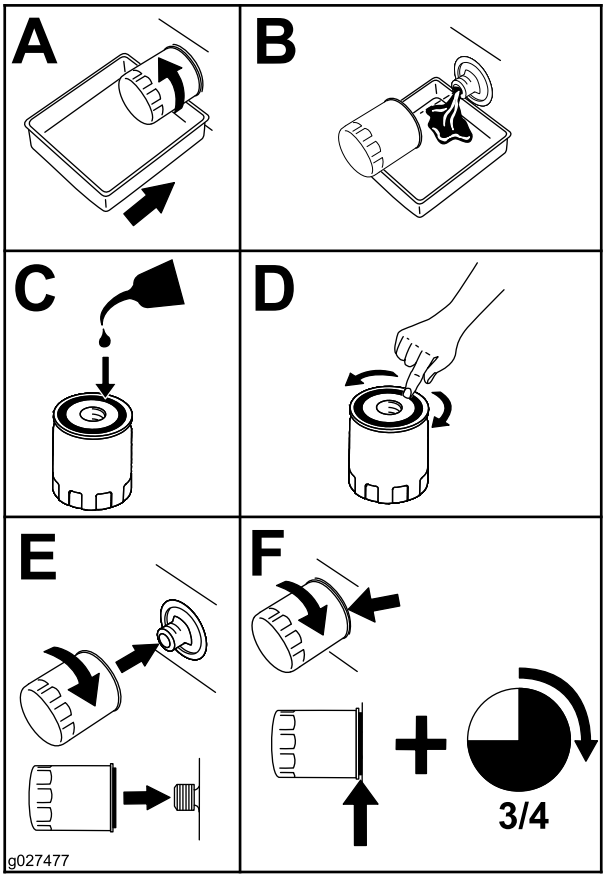

Figur 42
2. Skift motoroliefilteret (Figur 42).